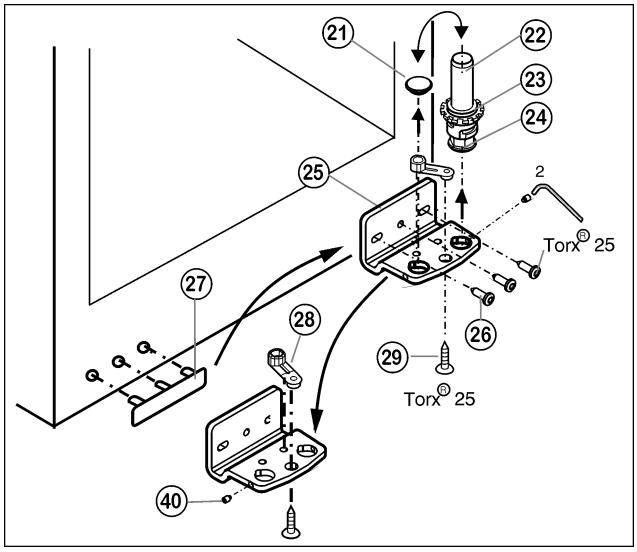

Fig. 6
▶ Dévisser la tige filetée *Fig. 6 (40)* avec la clé à six pans jointe d'env. 1 tour.
▶ Dévisser le pivot *Fig. 6 (22)* complètement avec le disque *Fig. 6 (23)* et le pied réglable *Fig. 6 (24)* par le haut.
▶ Enlever le bouchon *Fig. 6 (21)*.
▶ Dévisser *Fig. 6 (25)* le support d'appui *Fig. 6 (26)*.
▶ Dévisser complètement la tige filetée *Fig. 6 (40)* et la visser sur le côté opposé sur le support d'appui jusqu'à ce qu'elle soit à fleur du support d'appui.
- ▶ Dévisser *Fig. 6 (28)* et le l'élément pivotant *Fig. 6 (29)* permuter dans le trou opposé du support d'appui, revisser à fond.
- ▶ Replacer le bouchon *Fig. 6 (21)* dans l'autre trou.
- ▶ Soulever le cache côté poignée *Fig. 6 (27)* avec précaution et le positionner sur le côté opposé.
- ▶ Revisser à fond le support d'appui *Fig. 6 (25)* sur le nouveau côté charnière en utilisant une visseuse sans fil si nécessaire, avec un couple de serrage de **4 Nm**.
- ▶ Replacer complètement le pivot *Fig. 6 (22)* avec le disque et le pied réglable.
- ▶ Serrer la tige filetée *Fig. 6 (40)*.
- ▶ Placer la porte par le haut sur le pivot inférieur *Fig. 6 (22)*.
- ▶ Aligner éventuellement la porte par rapport aux deux trous oblongs du support d'appui inférieur *Fig. 6 (25)* pour qu'elle affleure avec l'habillage de l'appareil. Pour cela, dévisser la vis centrale.